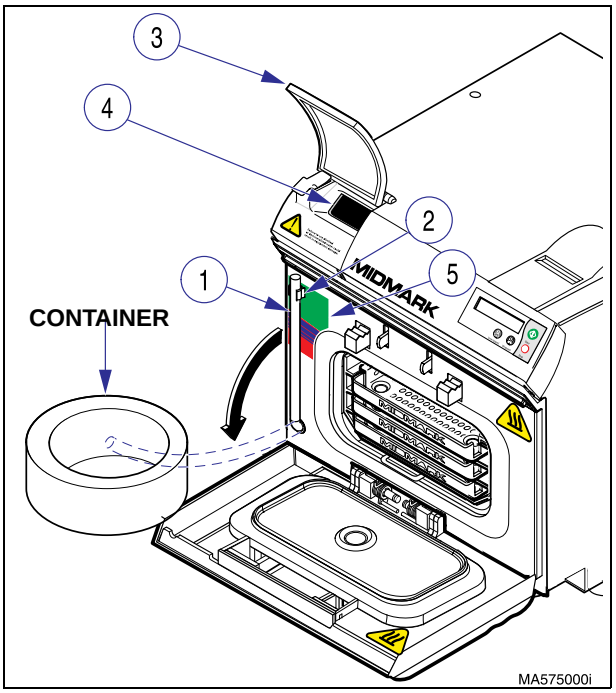

Figure 4-6. Draining / Filling Reservoir
(1) Open sterilizer door.
(2) Pull level indicator tube (1, Figure 4-6) loose from hose clips (2). Place tube in a suitable empty container or sink that is below level of sterilizer and drain reservoir.
(1) Position level indicator tube (1, Figure 4-6) securely in hose clips (2).